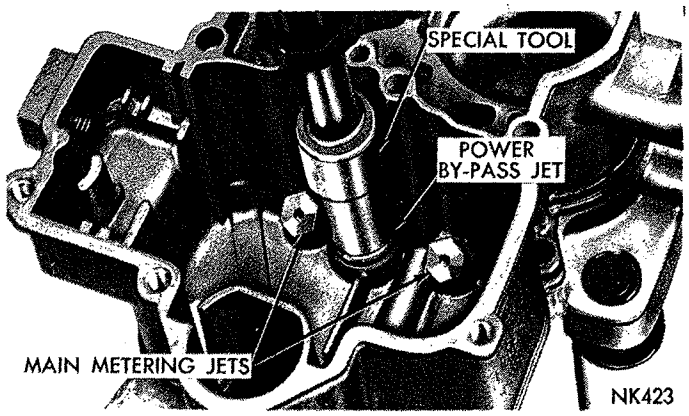

***Fig. 7—Removing or Installing the Power By-Pass Jet***
(5) Using T109-73S, remove power by-pass jet and gasket, as shown in (Fig. 7).
(6) Using Tool T109-173, remove two main metering jets, as shown in (Figs. 7 or 8).
(3) Install power by-pass jet and new gasket. Tighten securely, using Tool 73598. Refer to (Fig. 7).